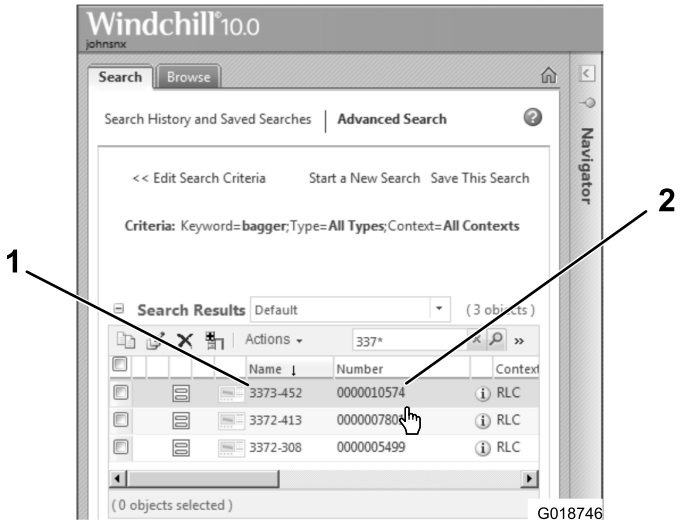

Figure 54
1. Remove the dipstick (Figure 54) and slowly pour oil into the fill hole until the oil reaches the upper-limit mark (bottom edge of the oil-fill hole) on the dipstick.